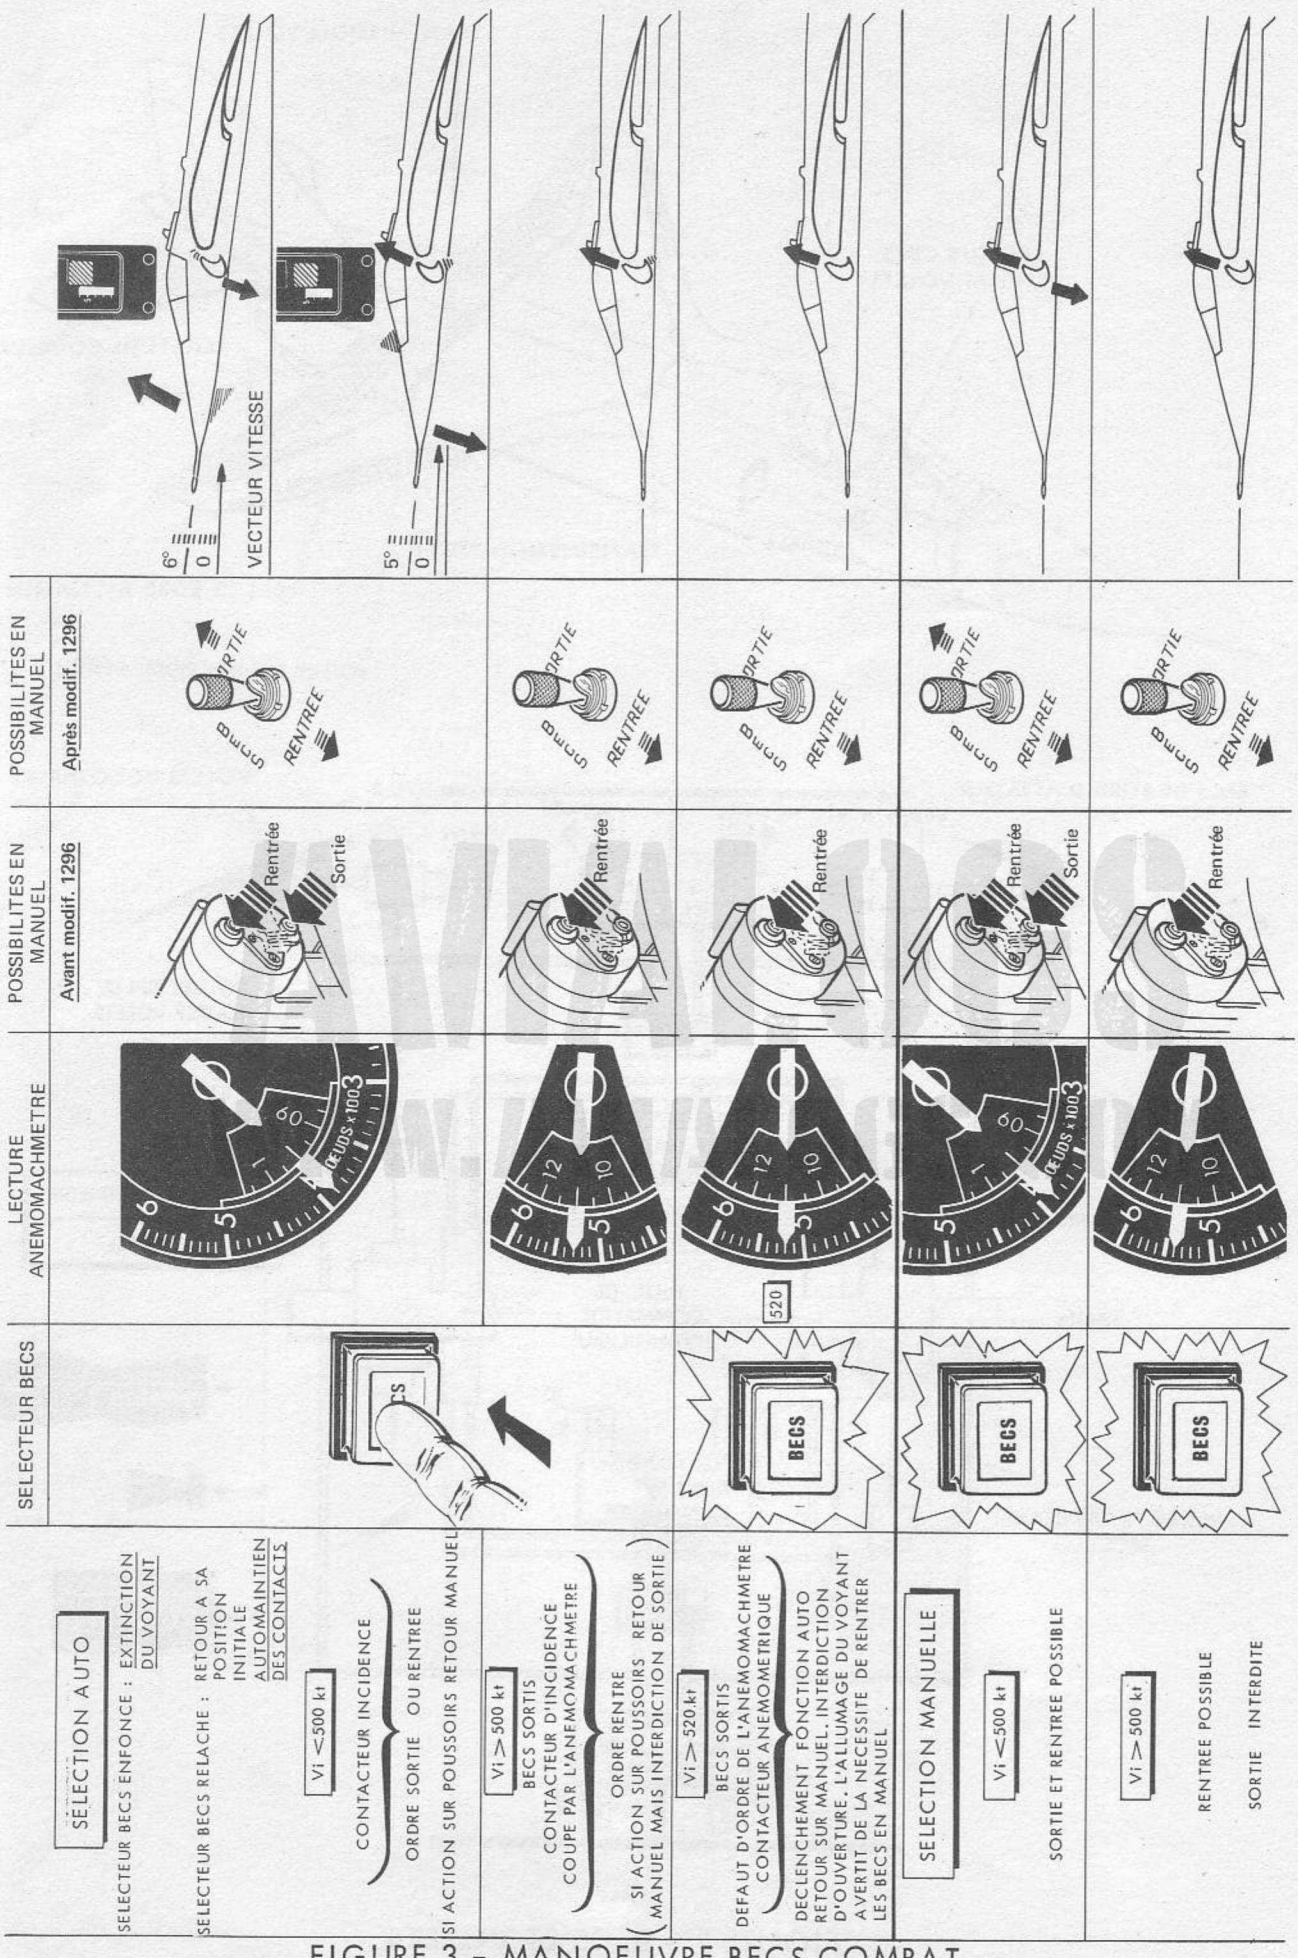

FIGURE 3 - MANOEUVRE BECS COMBAT AUTO ET MANUEL
7.1.2.2.4 - Becs combat - manuel et automatique (Fig. 3)